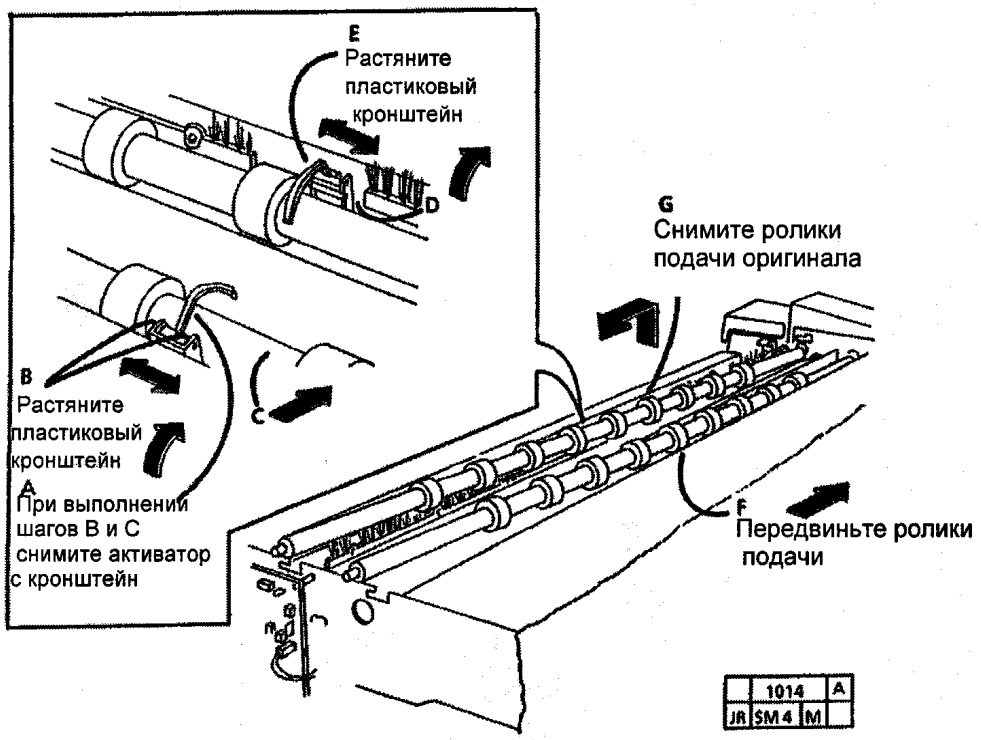

Рис. 3 Снятие нижнего валика подачи оригинала
8. (РИС. 3): СНИМИТЕ НИЖНИЙ РОЛИК ПОДАЧИ ОРИГИНАЛА